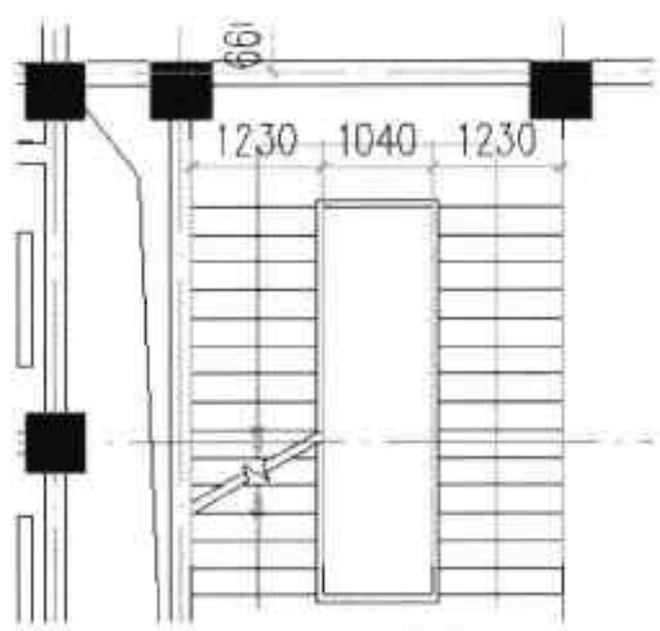

图17-116 添加楼梯标注
Step19 指定好标注线位置即可完成楼梯间尺寸线的标注操作，如图17-116所示。